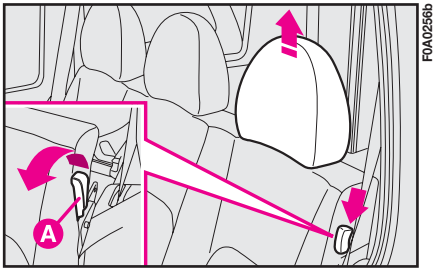
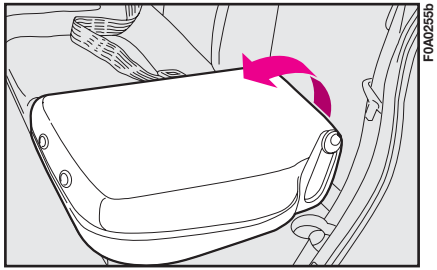

fig. 121
fig. 122
– soulever le pommeau **A-fig. 121** puis renverser complètement le siège **fig. 122**.